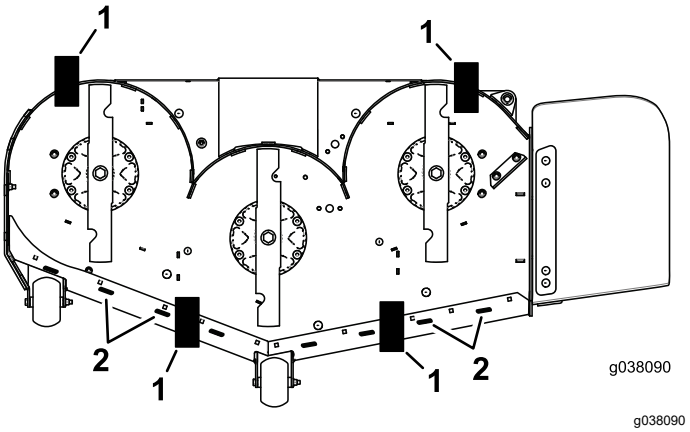

Figur 83
9. Placera två klossar (se tabellen nedan) under den bakre kanten av klippdäckets kjol; en på vardera sida av klippdäcket (Figur 83).